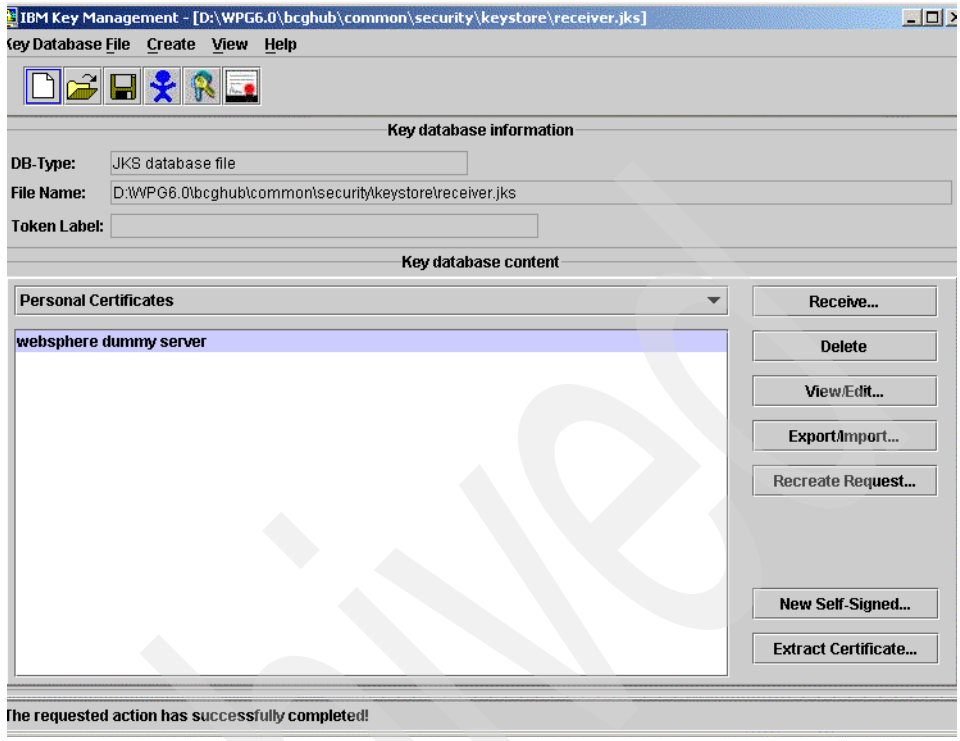

Figure 8-5 Key store containing dummy WebSphere key
4. In the IBM Key Management window (Figure 8-5 on page 213), delete the WebSphere dummy server certificate.
1. From the ikeyman tool (Figure 8-5 on page 213), click **Export/Import**.